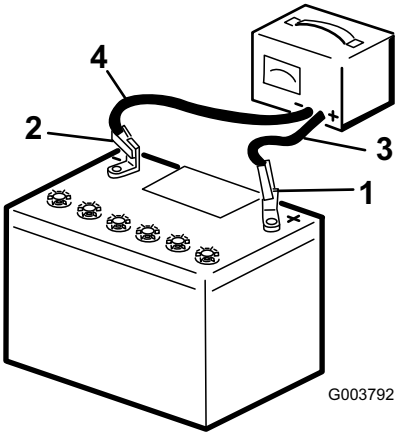

Figura 4
3. Cargue un cargador a la batería (Figura 4) y cárguela durante al menos 1 hora a 6 – 10 amperios. No sobrecargue la batería.
4. Cuando la batería esté completamente cargada, desconecte el cargador de la toma de electricidad, luego desconecte los cables del cargador de los bornes de la batería (Figura 4).